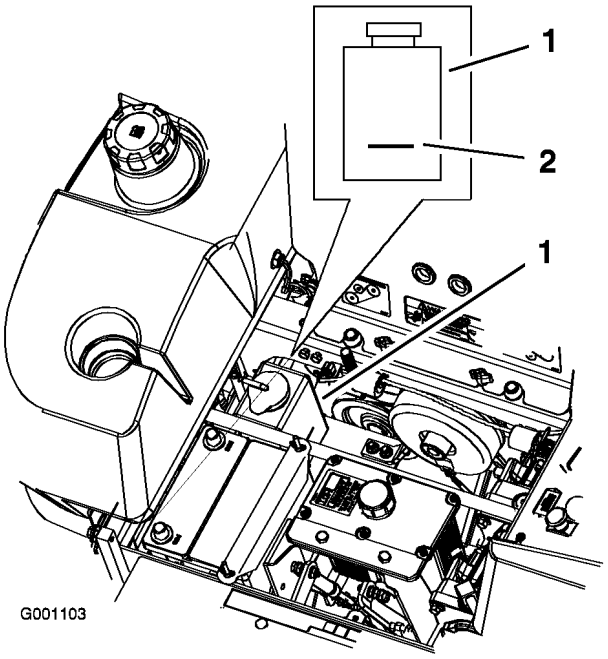

Figur 53
3. Kontrollera nivån i överströmningsbehållaren medan motorn är kall. Vätskan ska nå upp till utbuktningen på utsidan av överströmningsbehållaren (Figur 53).
4. Om kylvätskenivån är låg tillsätter du en 50/50-blandning av frostskyddsmedel med förlängd hållbarhet/Dex-Cool® och vatten i överströmningsbehållaren (Figur 53).
5. Tillsätt 50/50-blandningen till överströmningsbehållaren och fyll den upp till indikatorstrecket på behållaren (Figur 53).